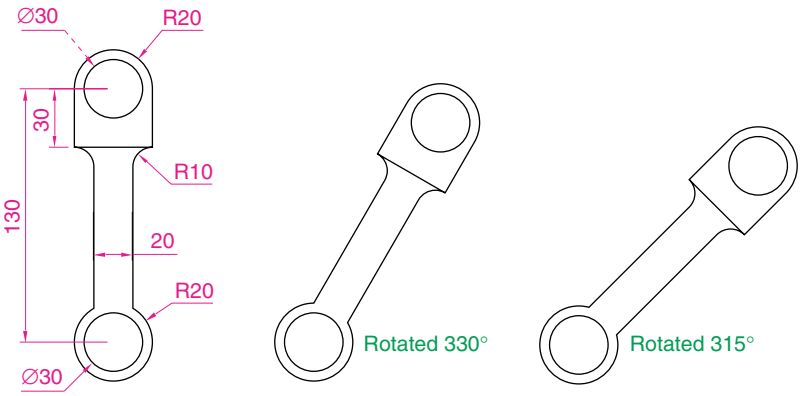

Fig. 5.53 Exercise 7
7. Construct the drawing in Fig. 5.53 and make two copies using **Copy**. With **Rotate** rotate each of the copies to the angles as shown.